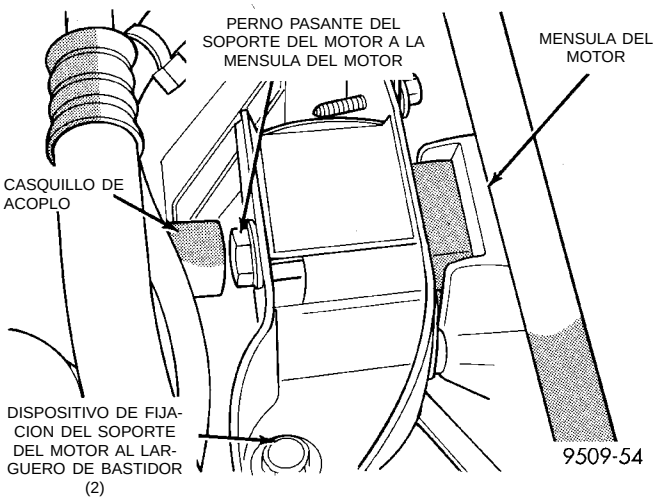

Fig. 15 Soporte del motor—Derecho
(1) Retire el solenoide de ciclo de limpieza de la ménsula del soporte del motor.
(2) Retire del larguero de bastidor los dispositivos de fijación vertical del aislador del soporte delantero del motor (Fig. 15).
(3) Retire la carga sobre los soportes del motor sosteniendo cuidadosamente el conjunto de motor y transmisión sobre un gato de suelo.
(4) Retire la cubierta del orificio de acceso del perno pasante. Retire el perno pasante del conjunto del aislador (Fig. 15). Retire el aislador.
(5) Para la instalación, invierta el procedimiento de desmontaje. Apriete los dispositivos que fijan el soporte del motor al larguero con una torsión de 54 N·m (40 lbs. pie), luego apriete el perno pasante del soporte del motor a la ménsula del motor con una torsión de 108 N·m (80 lbs. pie).